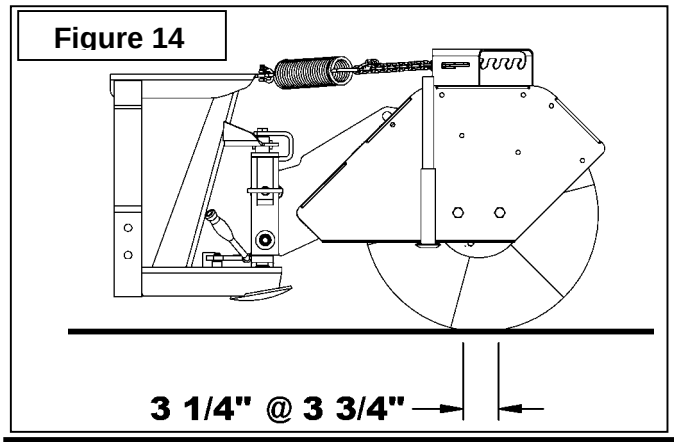

Figure 14
5. **Figure 14:** Mesurer la bande nettoyée. Si l'ajustement est correct, la bande devrait avoir entre 3 1/4" et 3 3/4" (83 à 95mm) de large et les deux côtés de la bande devraient être parallèles.